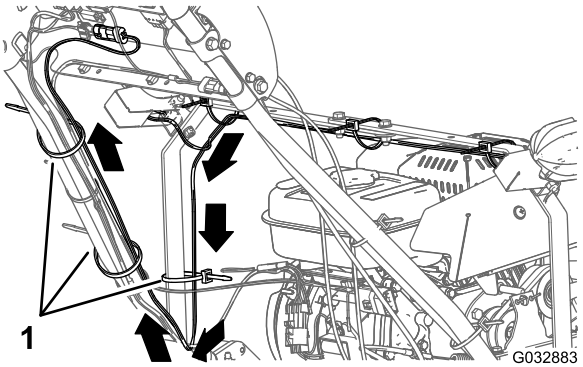

Figur 13
1. Før ledningsnettet til lysdiodelygtesættet ned langs lygtebommens venstre bøjle og over til venstre styrebøjlerør (Figur 13).
2. Før ledningsnettet op langs venstre styrebøjlerør til kontrolpanelet (Figur 13).
3. Fastgør ledningsnettet på lygtebommens venstre bøjle og styrebøjlerøret med 3 kabelbånd som vist i Figur 13.